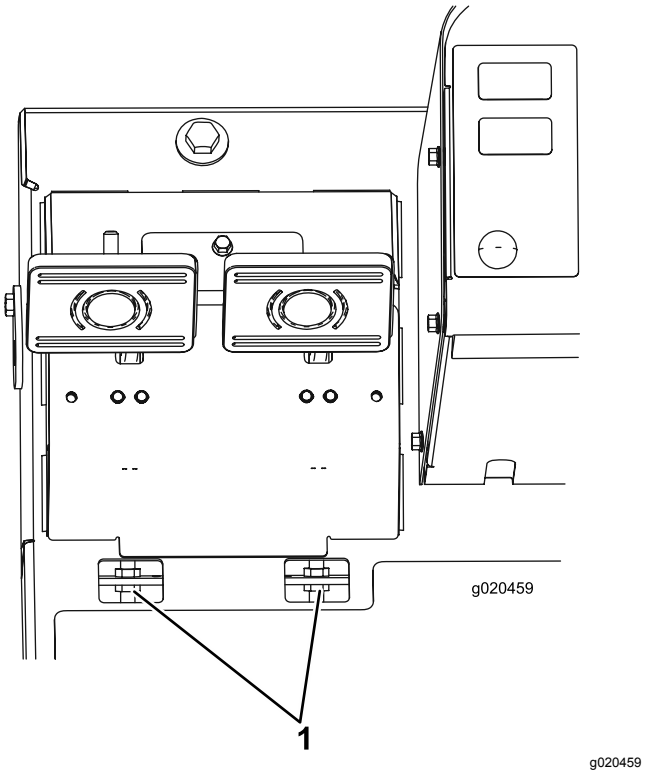

Figuur 94
B. Draai de voorste moer op het draadeinde van de remkabel los (Figuur 94).